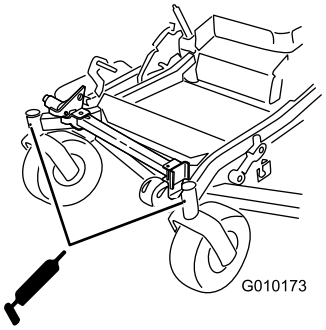

Figuur 45
9. Trek de verloopnippel uit de opening. Plaats de zeskantige plug en de stofkap (Figuur 45).